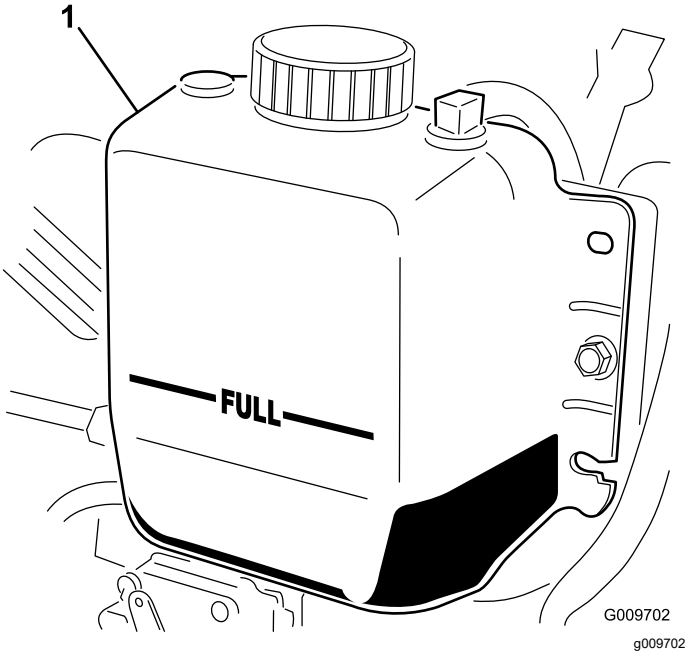

図 34
2. ラジエター内部の液量を点検する。補給口の首の上部まであればよい。また、補助タンク側面についてい るFULLマークまであればよい図 34。